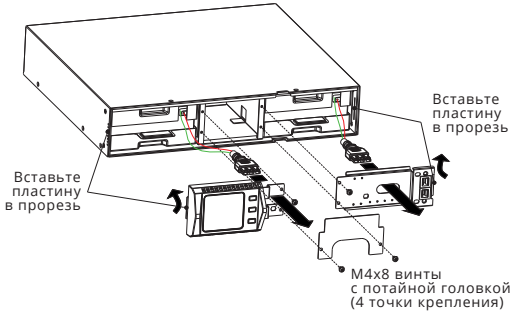

Рис. 6 Установка перегородок блоков батарей
4. Вставьте новые блоки батарей придерживая их за середину. Убедитесь, что блоки вставлены полностью до конца (см. рисунок 6).